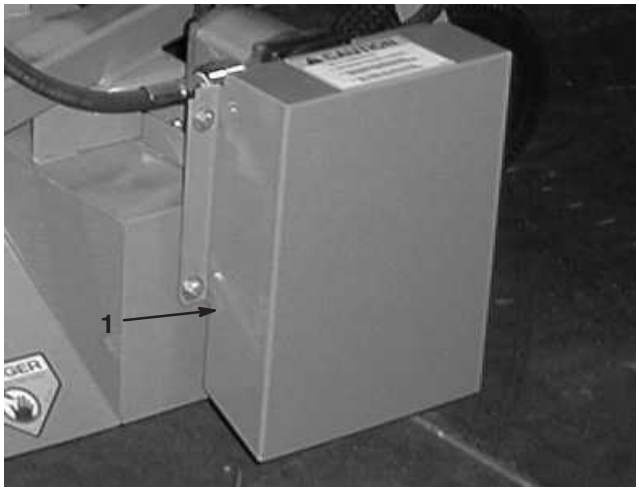

Figure 8
1. Remove the fasteners securing the motor shield to the deck frame (Fig. 8). Remove the shield.